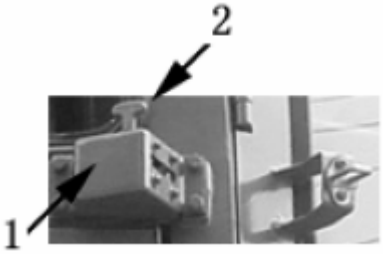

Рисунок 1-33
1.4.3.5.Замок дверцы (рисунок 1-33)